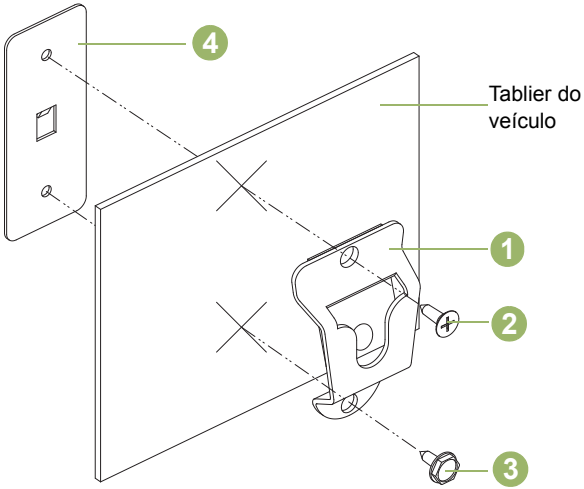

Figura 5.2: Instalar o suporte de montagem
Consulte a Figura 5.2 abaixo e fixe o clip de suspensão (1) no veículo com dois parafusos de chapa e com a placa de apoio fornecidos. Coloque a placa de apoio (4) por trás do tablier. Utilize o parafuso de cabeça chata (2) no orifício de montagem superior e o parafuso sextavado (3) no orifício de montagem inferior. Certifique-se de que os parafusos de montagem estão apertados nos orifícios da placa de apoio.